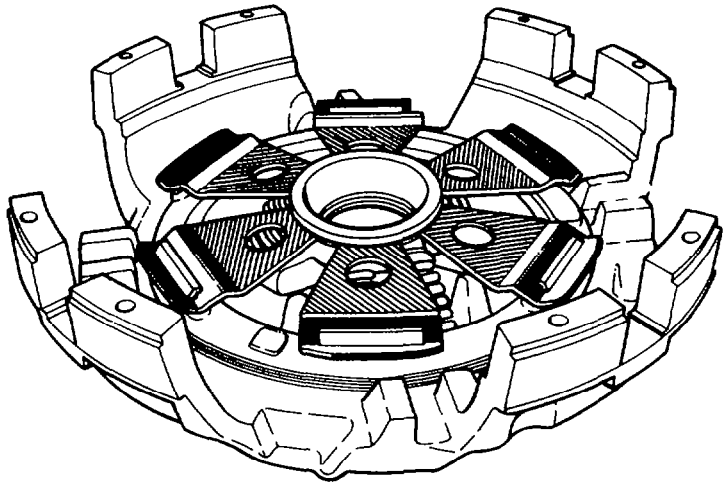

Fig. 161 — Adjusting Ring and Lever Assembly
e. Turn the adjusting ring and lever assembly counter-clockwise until free of the housing, (see fig. 161).